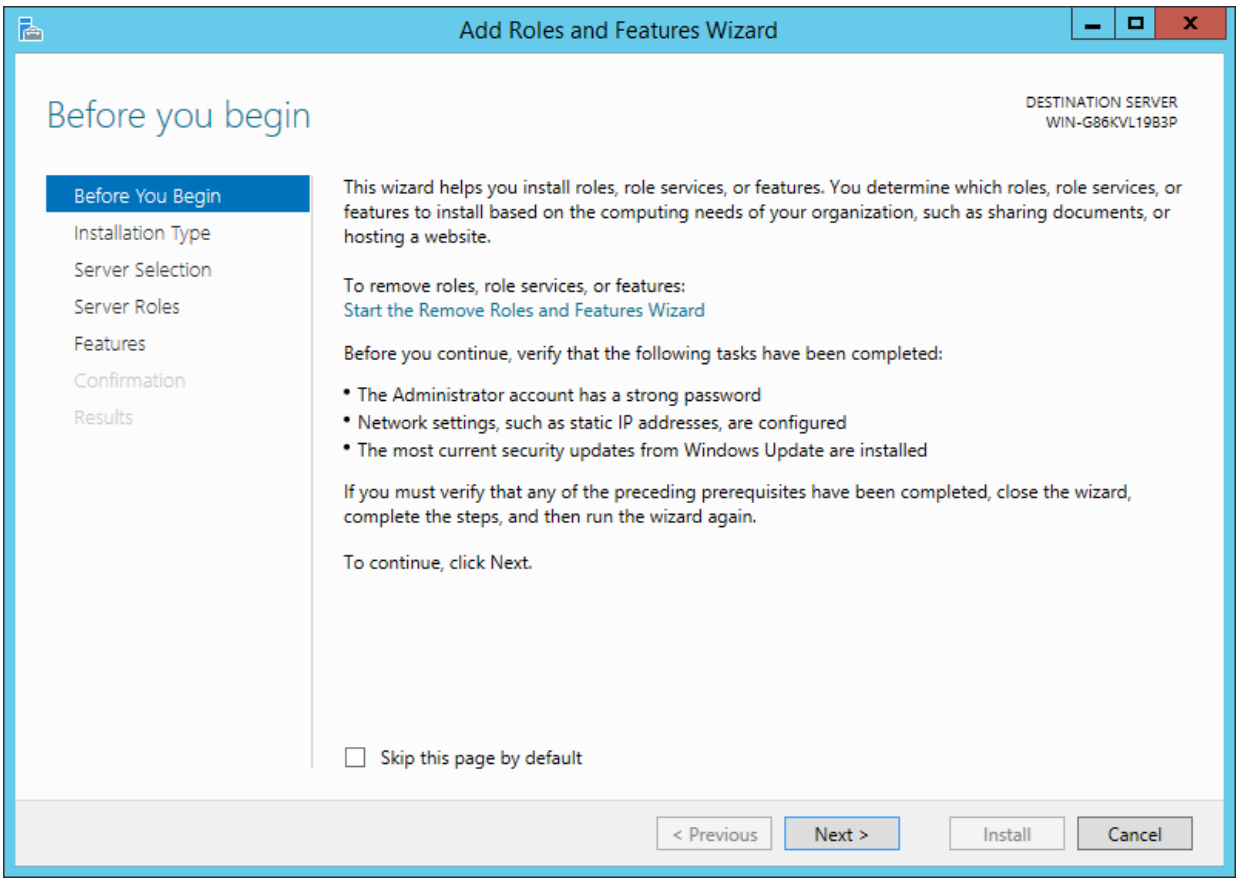

Figure 14 – Roles and components adding wizard
- follow installation wizard instructions to select role “Web-server (IIS)” (Ref. Fig. 14 – 23)